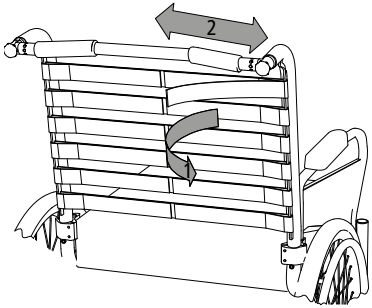

afb. 23
1. Om de rugmat af te stellen, verwijdert u de bekleding en haalt u de klittenbandsluiting van het klittenband los (1, afb. 23).
2. Vervolgens kunt u het klittenband op de gewenste positie vastzetten (2, afb. 23). Begin aan de onderste klittenband. Tenslotte plaatst u de bekleding weer.